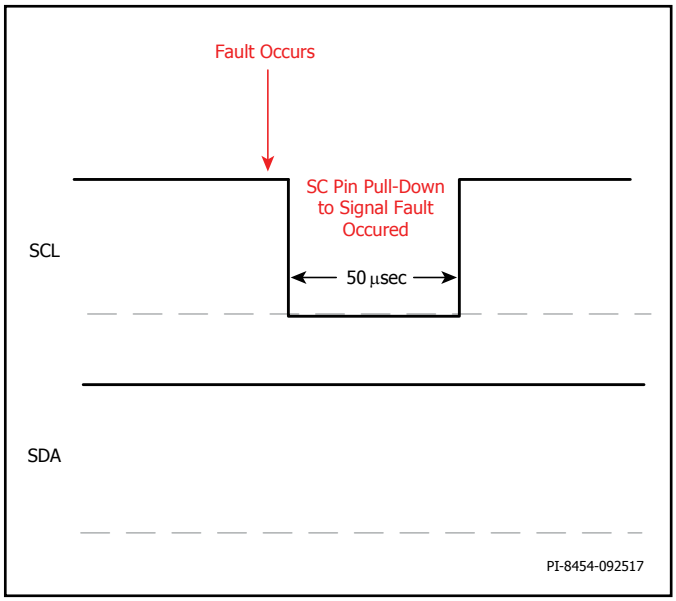

Figure 19. Interrupt Mask During Idle I²C.
1. When the SCL pin is in idle mode (see Figure 19), the fault interrupt will happen as soon as the fault is detected. The interrupt pulls down the SCL pin for 50 µsec then releases it back to HI State.